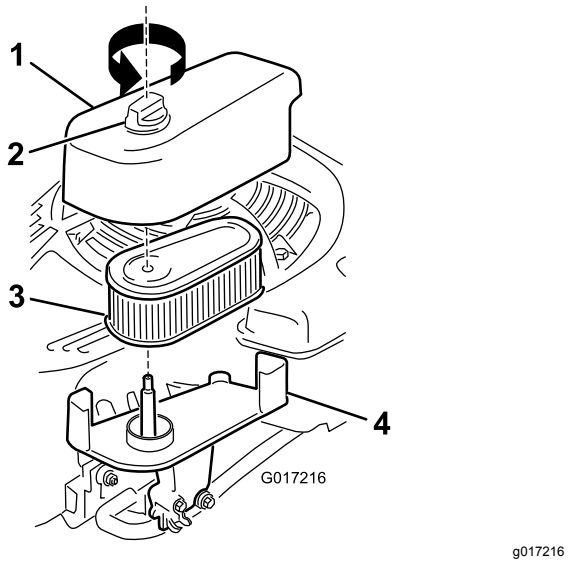

Figure 31
1. Retirez la fixation du couvercle du filtre à air et déposez le couvercle (Figure 31).